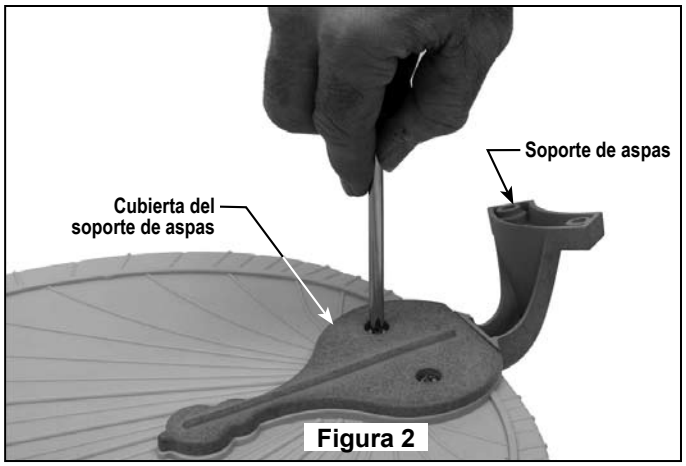

Figura 2
7. Ajuste ambos tornillos para asegurar el aspa. (Figura 2)